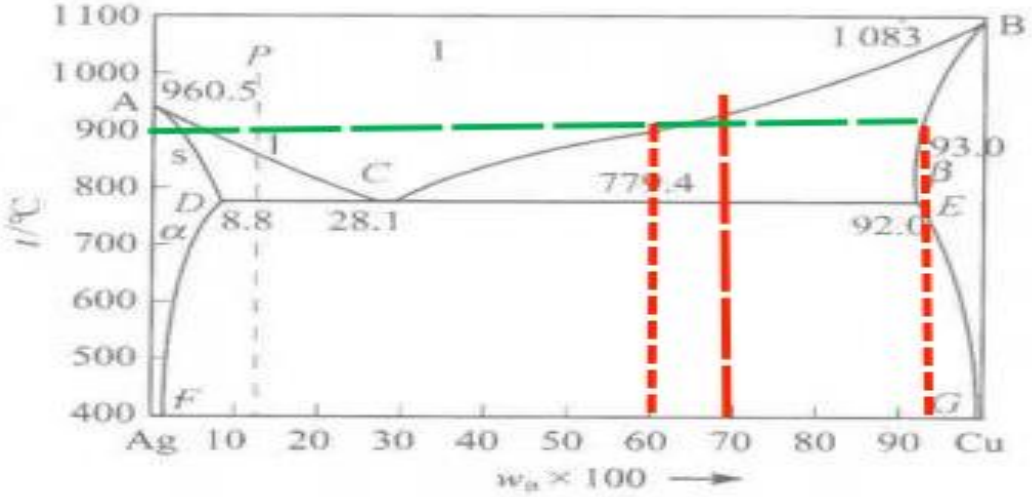

图 5－20 Ag－Cu 相图
**5.16** 根据 Ag－Cu 相图(图 5－20)回答：(1) 冷却 100 g 含 Cu 质量分数为 0.7 的合金到 900℃时，有多少克固溶体析出？(2) 上述合金在 900℃平衡时，Cu 在溶液及固溶体之间如何分配？(3) 当上述合金温度下降到 779.4℃，还没有发生共晶过程前，系统由哪几个相组成？各相质量为多少？当共晶过程结束，温度尚未下降时，又由哪两个相组成？各相质量为多少？